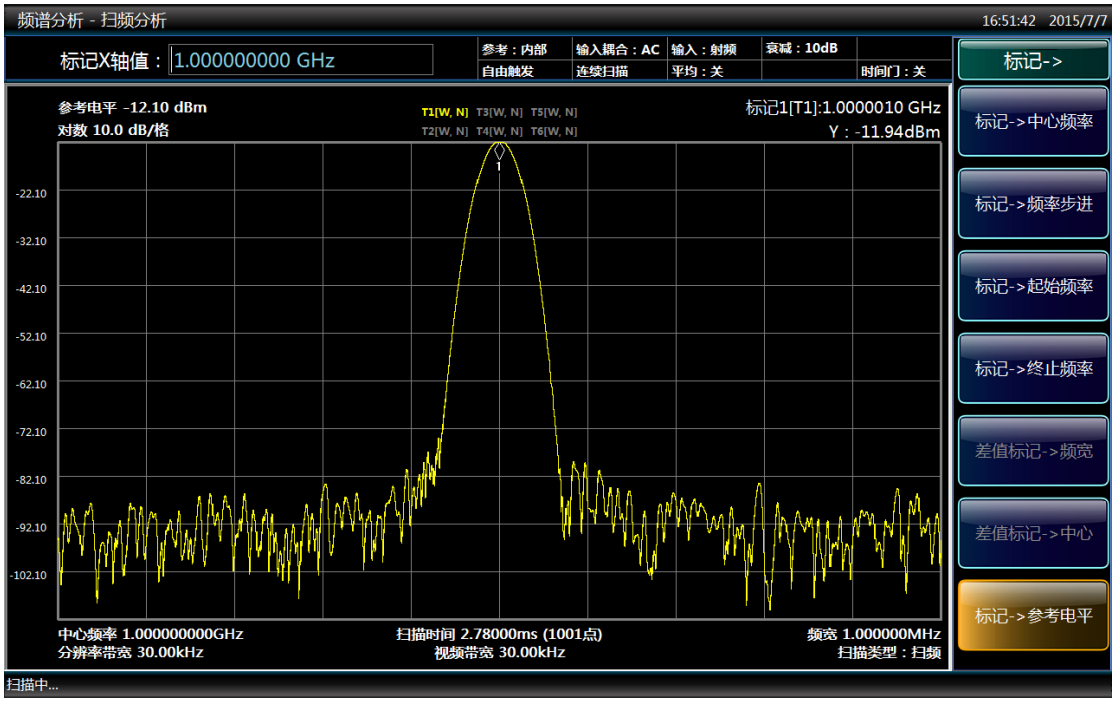

图 4.21 1MHz 频宽下输入信号的显示界面
- 按【标记→】、[标记→参考电平]，结果如图 4.21 所示。